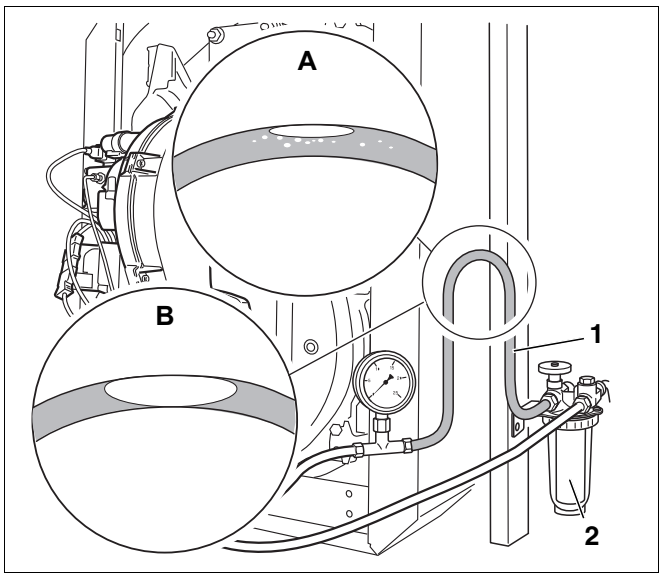

*Рис. 42 Вертикальная петля прозрачного шланга*
- Соединить прозрачный шланг (Рис. 42, **поз. 1**) со всасывающей линией за топливным фильтром (Рис. 42, **поз. 2**).
- Сделать из прозрачного шланга вертикальную петлю так, как показано (Рис. 42).
- Проверить размеры воздушного пузырька, образовавшегося в шланге (Рис. 42, **вид A** и **B**).
Если воздушный пузырек в верхней части шланга имеет небольшие размеры (Рис. 42, **вид A**), то это значит, что топливопровод достаточно герметичен.
Большой воздушный пузырек (Рис. 42, **вид B**) говорит о том, что на всасывающей линии и/или в местах подключений имеются неплотности.